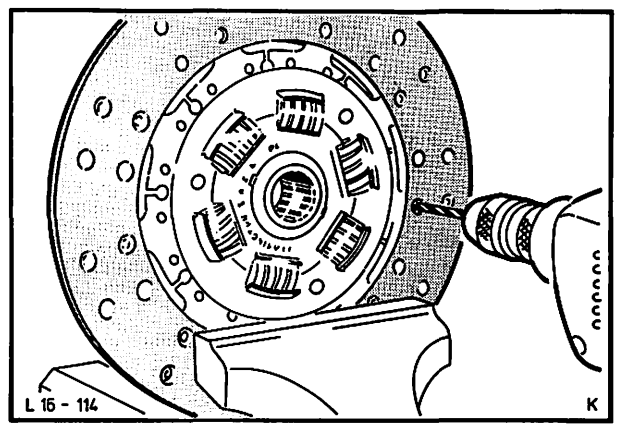

Abb. 139 Beläge – Kupplungsreibscheibe ausbohren
1. Beläge – Kupplungsscheibe abbauen. **Damit die Kupplungsscheibe nicht beschädigt wird, Nietenköpfe vorsichtig ausbohren.** Abb. 139.